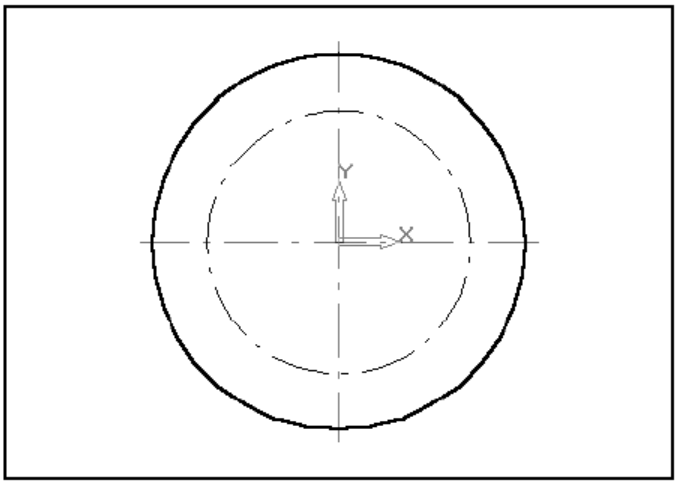

Рис. 9 Побудова кола діаметром 77,5 мм.
3.4.8 Активізуйте поле ***Радіус кола*** в Рядку параметрів. Оскільки система запрошує радіус кола, а нам відомий її діаметр, введіть в полі вираз **77,5/2** і натискуйте клавішу <Enter> . система обчислить радіус і виконає побудову кола (Рис. 9).